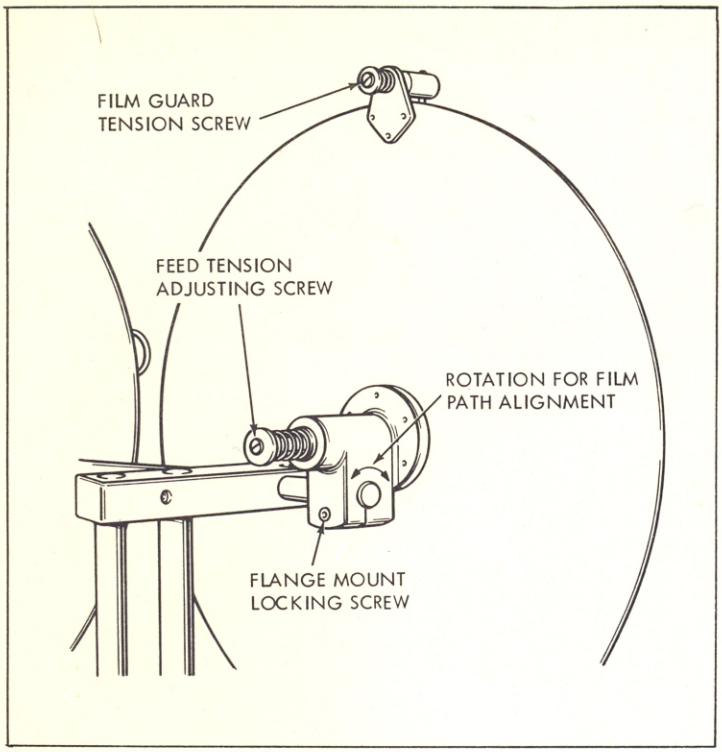

Figure 34. Feed Flange Adjustments
b. FILM PATH ALIGNMENT. With the test film threaded on the printer, the feed flanges, film rollers, and take-up hubs must be aligned with the normal path of the film. Each film roller stud is adjustable and is secured either by a setscrew or a clamp so that the roller and stud can be moved in and out. To align the feed flanges vertically with the film path, loosen the screw in the flange mounting bracket and rotate the bracket on its supporting bar (figure 34). When the film path has been aligned (check visually), tighten the screw securely. To align the take-up hubs with the film path, briefly run the printer to determine the direction and amount of adjustment required. The adjustment is made by the trial-and-error method until the film path runs true. Lift the tight-wind guide rollers away from the film while shifting the take-up hubs on their shafts until the film is running true; then tighten the hub setscrews securely. Finally, adjust the tight-wind guide rollers to match the setting of the take-up hubs. The guide roller is fixed on its shaft so the shaft must be shifted in or out of the roller hanger housing (or pivoting lever) until alignment has been made. Lock the shaft by tightening its retaining screw.
e. FEED FLANGE HUB TENSION ADJUSTMENT. The feed flange hubs must rotate smoothly, but must not coast when the printer stops. Insufficient tension is indicated when film spills from the feed flange on stopping. Increase feed flange hub tension by turning the tension knob (figure 34) clockwise. Increase tension only enough to eliminate film spillage.